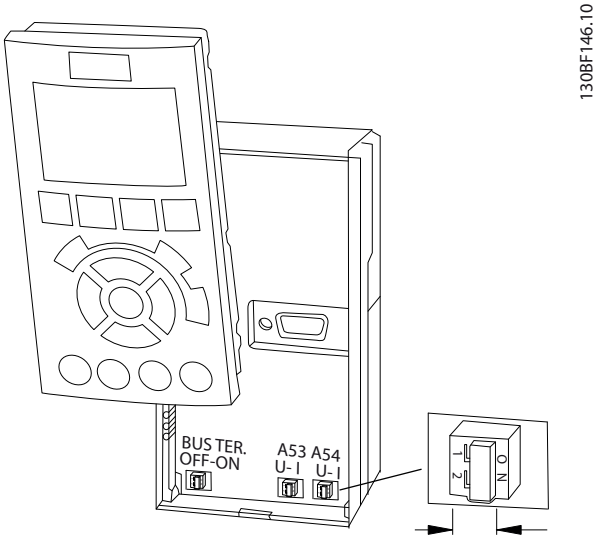

図 5.23 端子 53 と 54 スイッチの位置
- スイッチ (バス終端) が、バス終端抵抗のコントロール・カードに提供されています。*図 5.23* を参照してください。